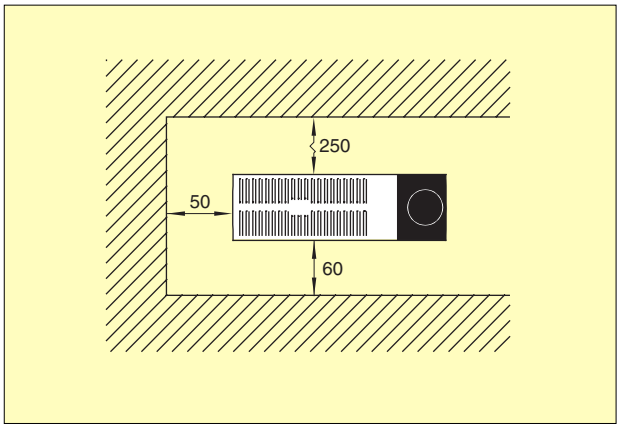

Рисунок 1: Минимальные расстояния при установке.
Монтажные скобы для настенного крепления входят в комплект поставки. FML(R) должен устанавливаться горизонтально с правым расположением шкалы настройки термостата. Прибор не следует располагать непосредственно под электророзеткой. Минимальные расстояния при установке приведены на рис.1.